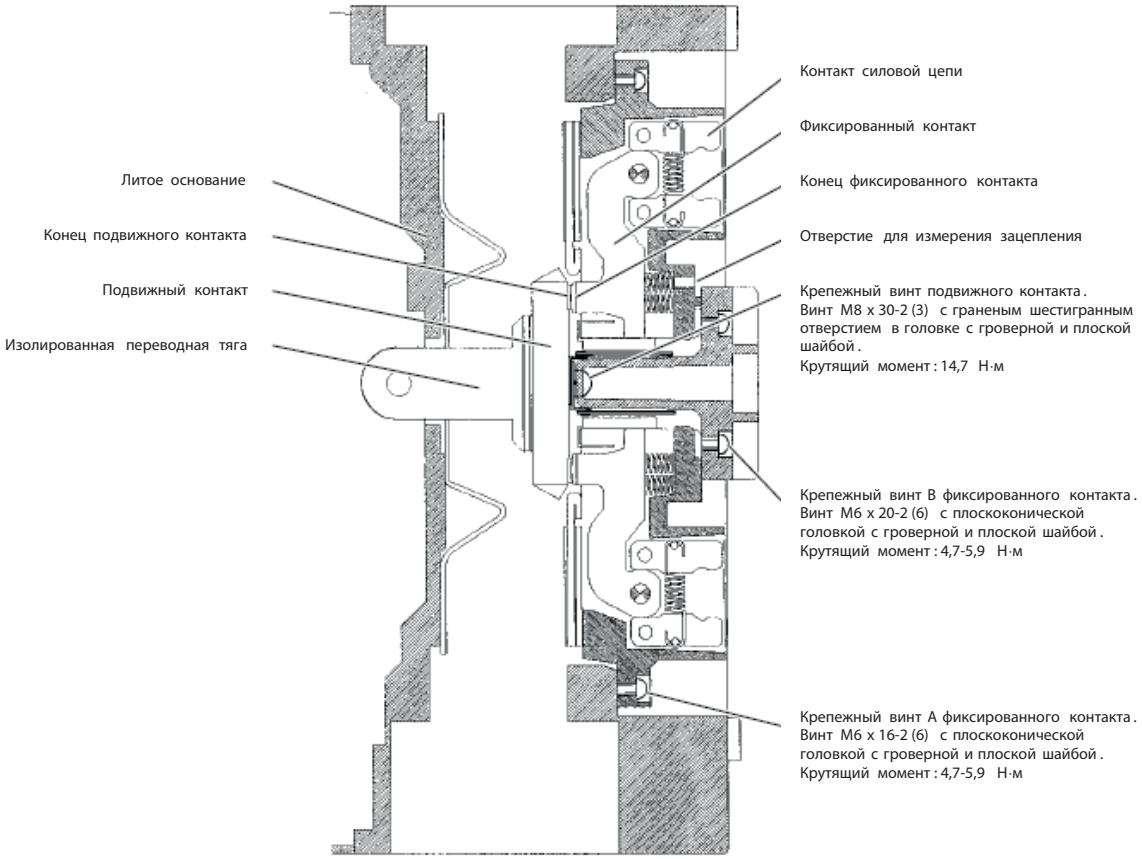

Рис. 65. Общий вид пространства вокруг фиксированного контакта
В данном разделе приведен порядок работы при замене фиксированного контакта. На рис. 65 изображен общий вид пространства вокруг фиксированного контакта.
3) Вставьте универсальный гаечный ключ диаметром 5 в соотвествующие отверстия под универсальный гаечный ключ, показанные на рис. 65. Чтобы ослабить крепежные винты подвижного контакта поверните их на 2 или 3 поворота, а затем поднимите и извлеките верхнюю развязку, показанную на 69.